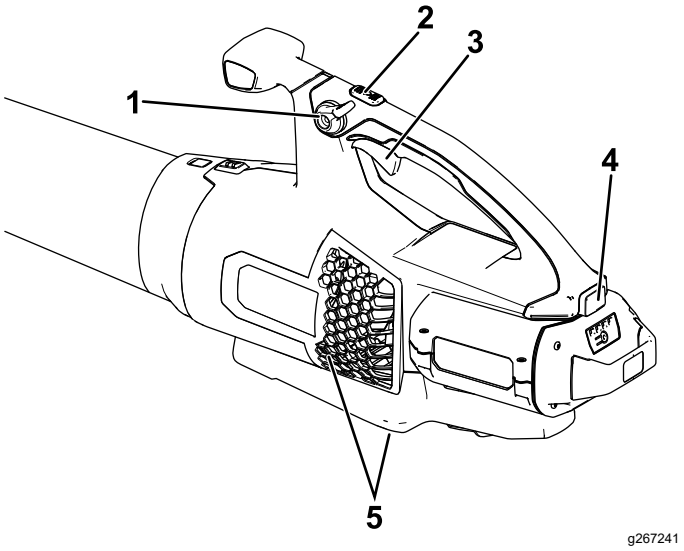

**Figure 7**
4. To start the blower, squeeze the variable-speed trigger (Figure 7).
**Note:** Engage the speed lock to keep the machine on without pressing the variable-speed trigger (Figure 7).
To achieve maximum performance (air speed) , press and hold the turbo boost button for the desired amount of time (Figure 7).
To adjust the air speed as you blow, use the variable-speed trigger (Figure 7).
To maintain the current air speed, engage the speed lock (Figure 7).
To shut off the blower, disengage the speed lock (if in use) and release the variable-speed trigger (Figure 7).